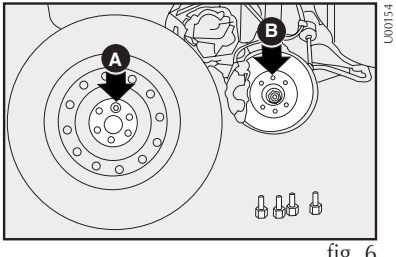

fig. 6
7) Asegúrese de que la rueda de repuesto esté sobre una superficie de apoyo limpia, ya que si entran suciedades en los orificios de los tornillos podrían aflojarse. Monte la rueda de repuesto, de manera que los tornillos **A** coincidan con los orificios **B-fig. 6**.